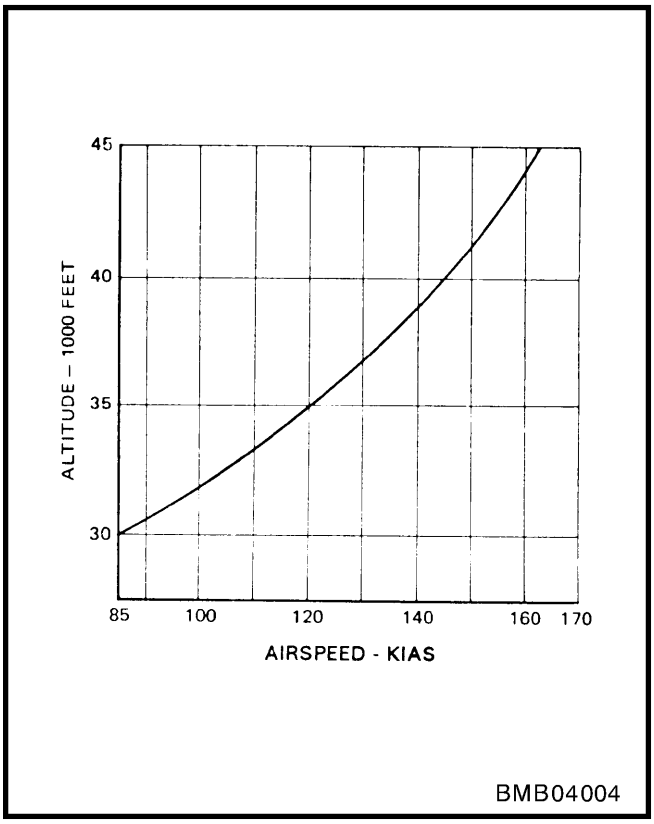
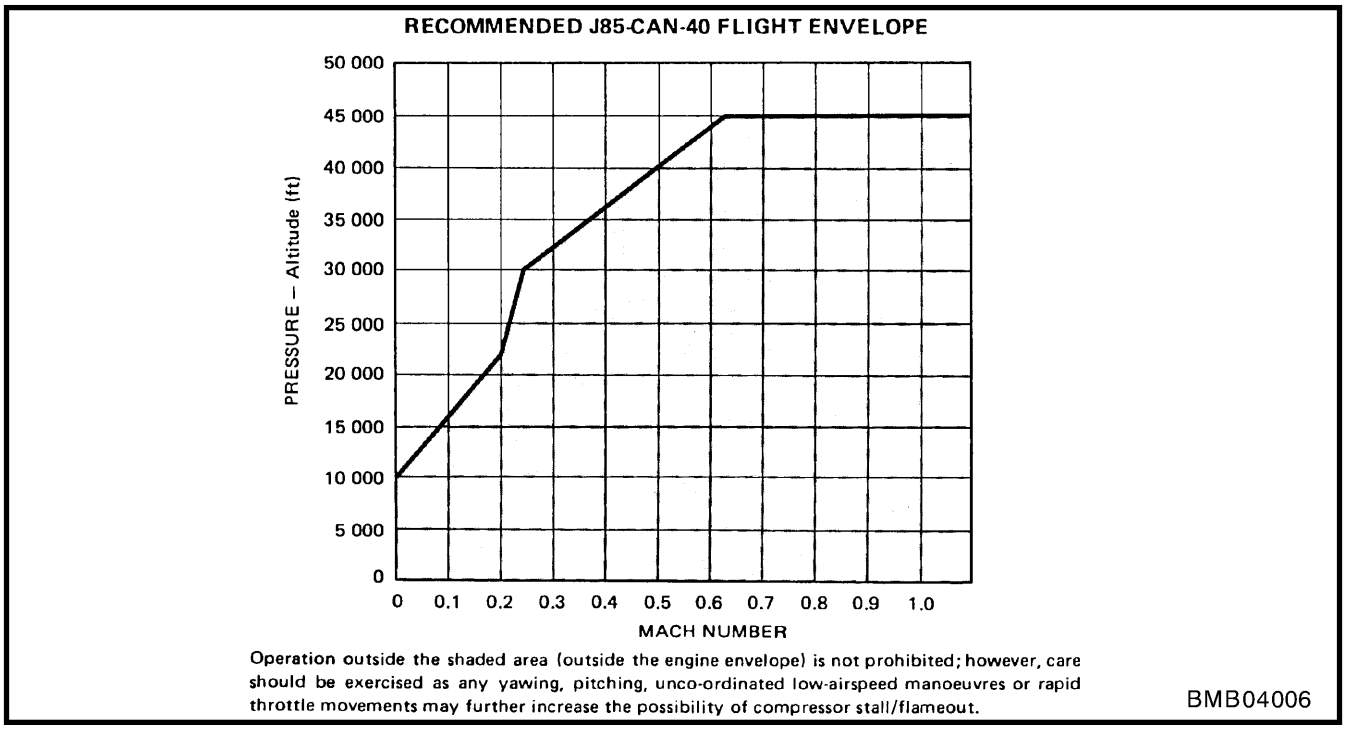

Figure 4-2 Minimum Permissible Airspeed Above 30 000 Feet With Throttle at IDLE
Figure 4-6 Recommended J85-CAN-40 Flight Envelope
1. Engine operating limitations are shown in Figure 4-1. When using RPM at altitudes above 30 000 feet, the minimum airspeeds shown in Figure 4-2 must be observed. Figure 4-6 shows the recommended engine envelope and indicates regions where compressor stall/flameout is more likely to occur at any power setting.